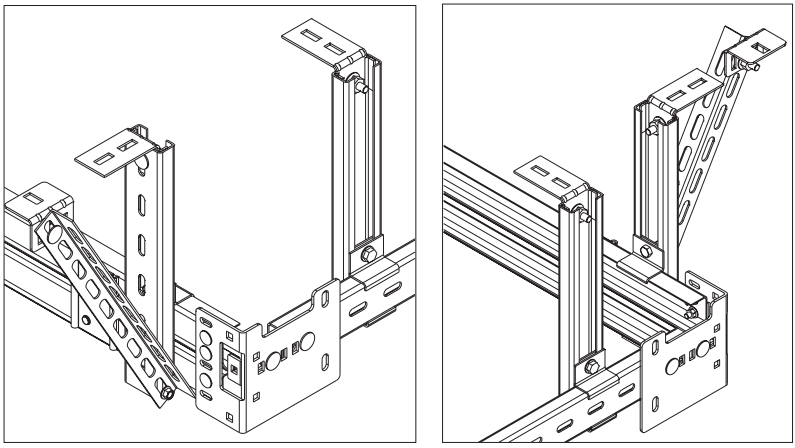
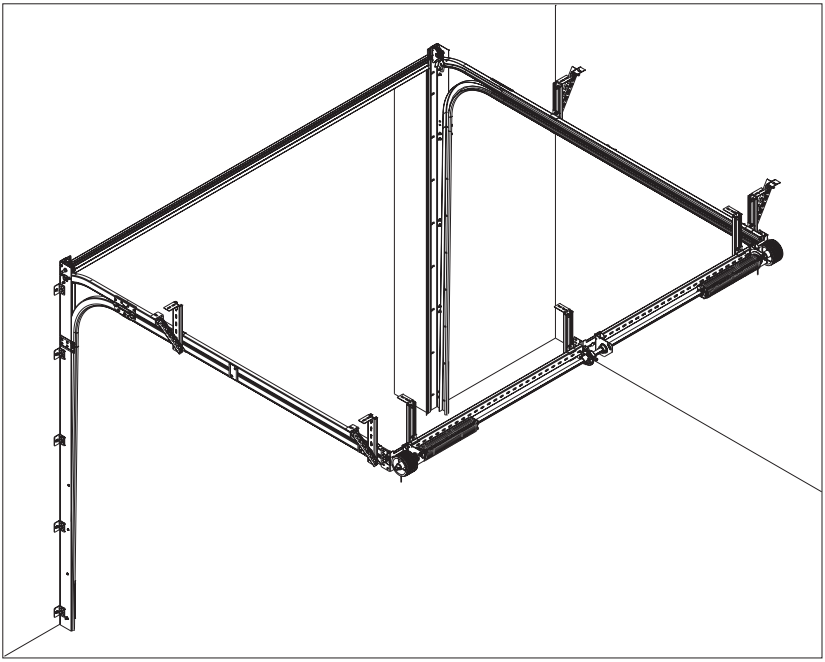

*Рис. 19.*
*Рис.23*
Подвесы, закрепляемые к задней перемычке, устанавливаются рядом с боковыми суппортами (рис. 19). Дополнительные подвесы устанавливаются рядом с промежуточными суппортами (рис. 23) при монтаже валов.
- Монтаж валов (рис.23)производится в следующем порядке: